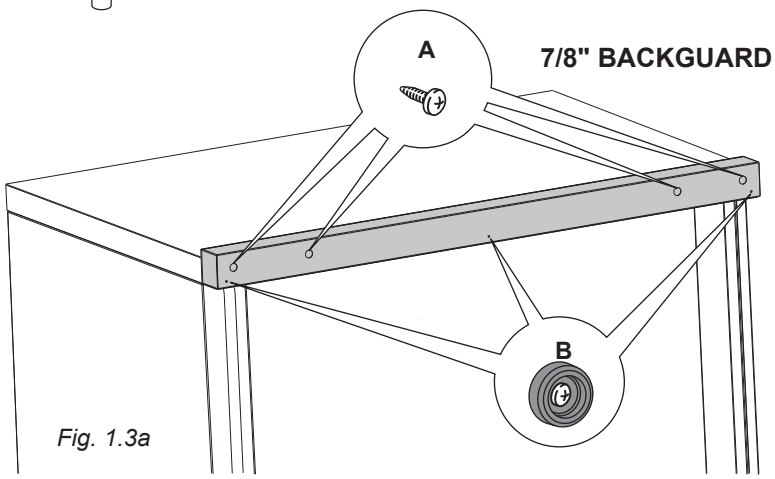

Fig. 1.3a
- If replacing the 7/8” backguard with the 3” backguard, assemble it by using the same screws/spacers used for fixing the 7/8” backguard (figs. 1.3a, 1.3b).